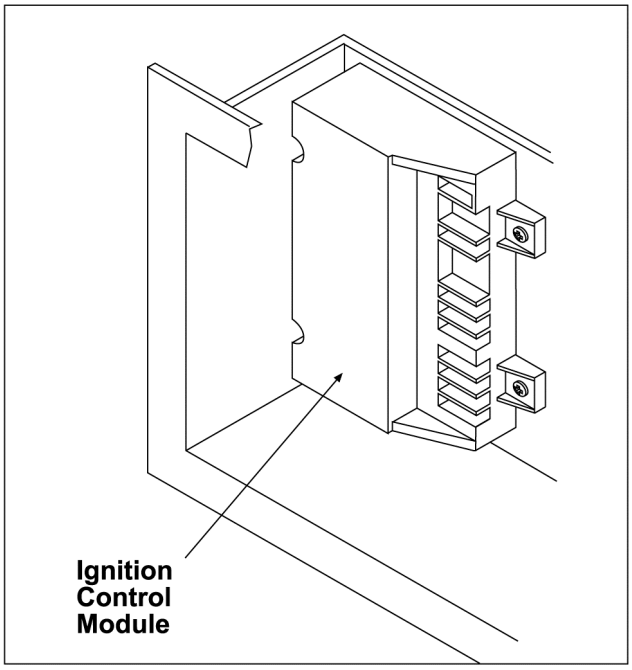

**Fig. 77**
**PREVIOUS PRODUCTION SHOWN IN** Fig. 77